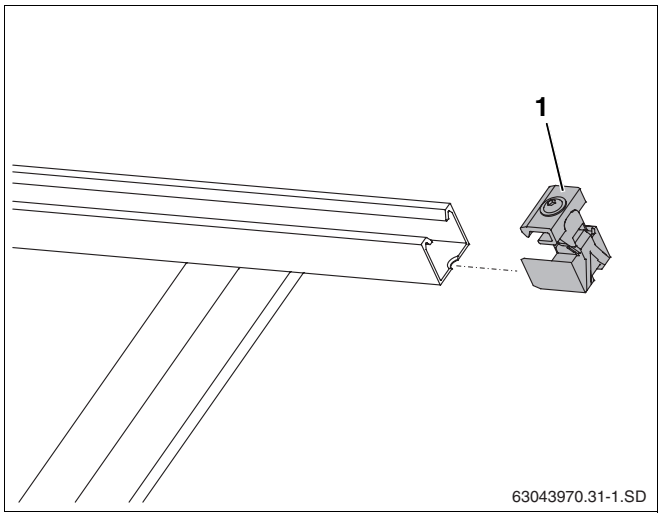

Abb. 44 Einseitige Kollektorspanner einschieben
- Einseitige Kollektorspanner (Abb. 44, **Pos. 1**) am rechten Ende des Kollektorfeldes in die Profilschienen schieben, bis diese in das erste Langloch der Profilschiene einrasten.